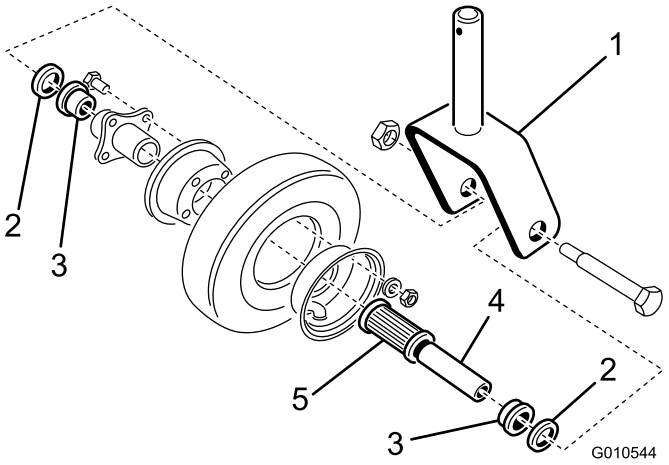

Figur 19
1. Lossa låsmuttern från bulten som fäster svänghjulet i hjulgaffeln (Figur 19). Håll i svänghjulet och skjut av bulten från gaffeln.
2. Tippa hjulet åt sidan och låt rörbussningen (Figur 19) falla ut.
3. Ta bort en lagerhållare från hjulnavet och låt lagret falla ut. Ta bort lagret från hjulnavets motsatta sida (Figur 19).